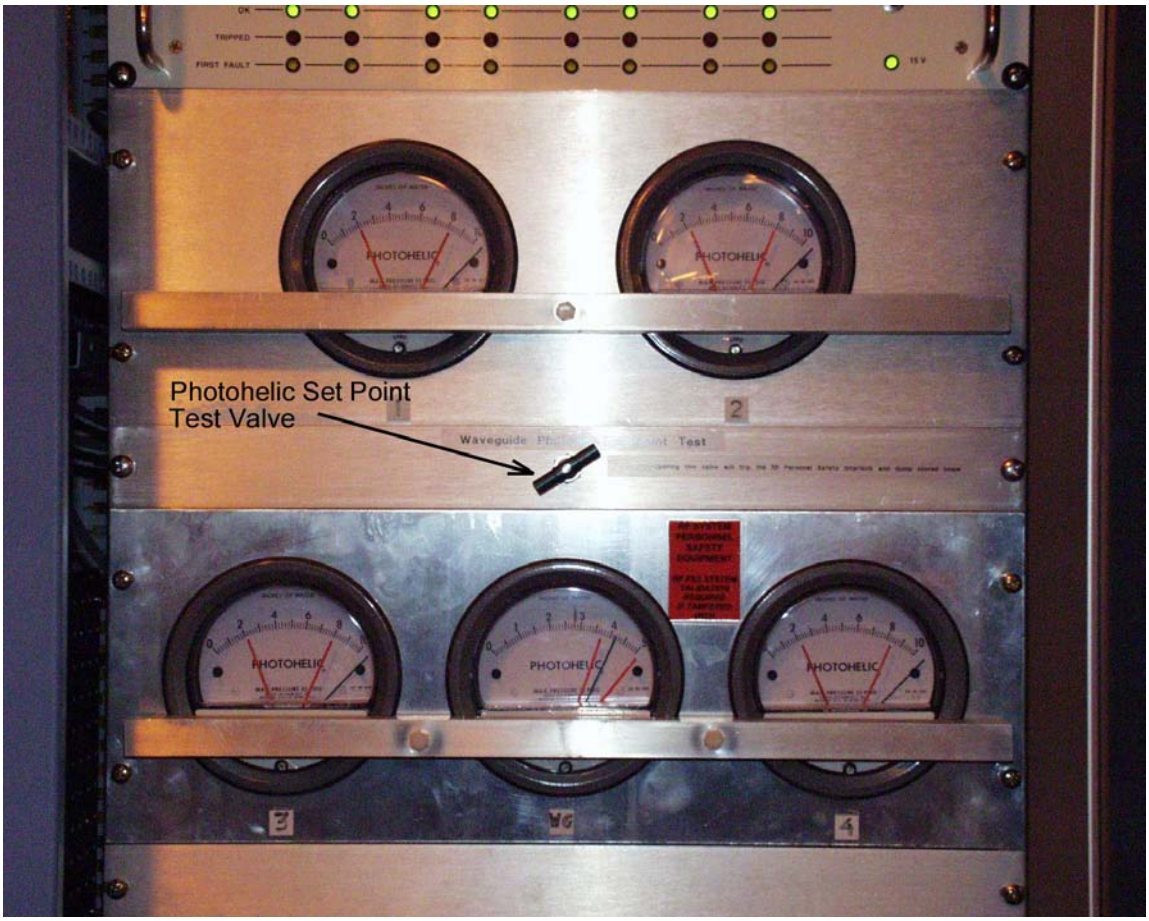

Figure 6
1) Using the waveguide photohelic test valve (Figure 6), located above the photohelic panel, test each sector and verify that a trip is indicated at RF6 and at each station's rf interlock chassis. Validation sign-off sheet is provided at the end of this document.